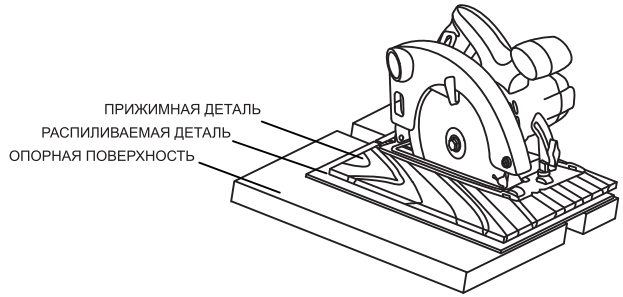

**Рис. 3**
**Примечание!** Для получения ровного реза тонких металлических листов из меди, латуни, алюминия и других мягких сплавов рекомендуется производить пиление через пластину из мягкого дерева, оргалита или плексигласа (см. рис. 3).